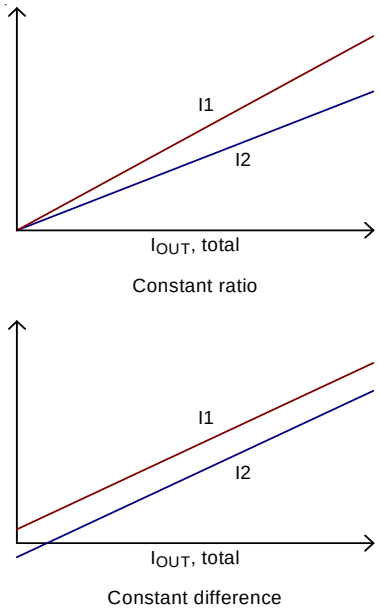

Figure 10. Category of Phase Current Imbalance
If phase current is not balanced due to asymmetric PCB layout of power stage, external resistors can be adjusted to correct current imbalance. Figure10 shows two types of current imbalance, constant ratio type and constant difference type. If the initial current distribution is constant ratio type, according to Equation (3), reducing R_{CSN}[1] can reduce I_L[1] and improve current balance. If the initial current distribution is the constant difference type, according to Equation (2), increasing R_{CSP}[1] can reduce I_L[1] and improve current balance.